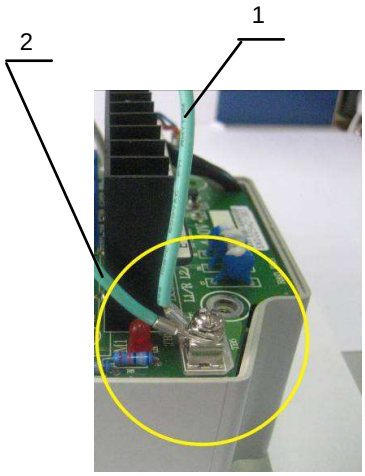

Рис. 6.9
6.4.2. Выкрутить винт крепления проводов заземления 1 и 2 (рис. 6.9). Положить винт и провод заземления 1 в тару.